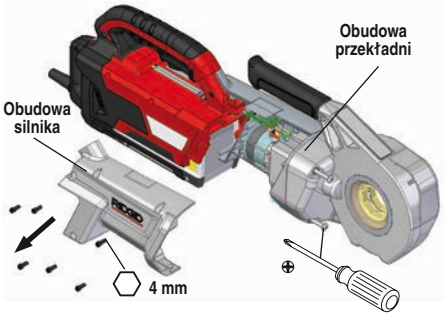

**Rysunek 2 – Zdejmowanie obudowy silnika**
2. Wykręcić wszystkie śruby z obudowy silnika. Wykręcić dwie śruby z obudowy przekładni. Zdjąć obudowę silnika. *Patrz rys. 2.*